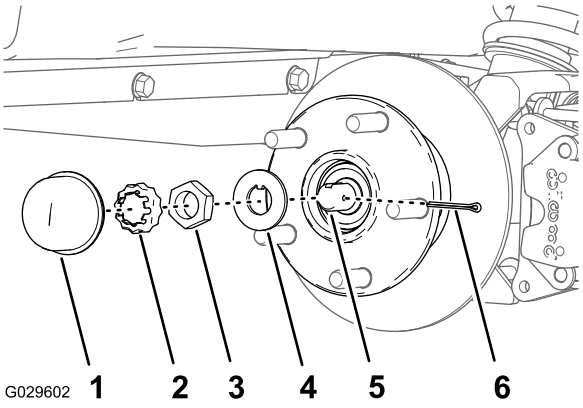
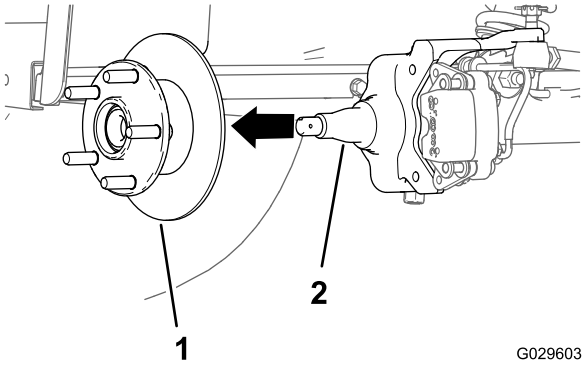

Figura 32
Figura 33
4. Rimuovete il coperchietto antipolvere dal mozzo (Figura 32).
5. Rimuovete la coppiglia e il fermadado dal mandrino e dal relativo dado (Figura 32).
6. Rimuovete il dado del mandrino dal mandrino e separate il gruppo mozzo e rotore dal mandrino (Figura 32 e Figura 33).